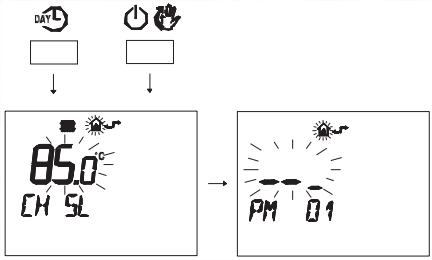

Fig. 7.29
- Press buttons DAY and ⏻ at the same time to enter transparent programming (Fig. 7.29).